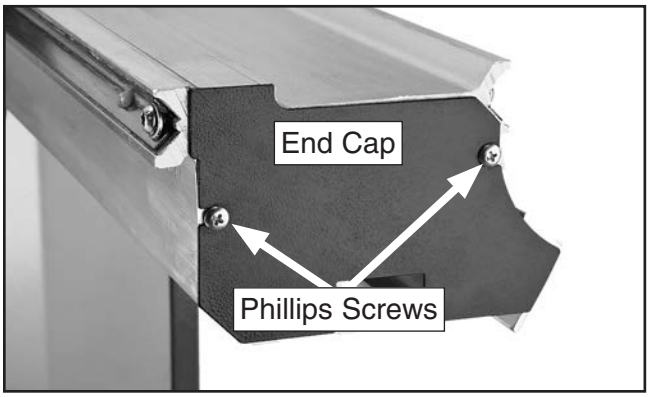

Figure 23. End cap secured on sliding table with Phillips screws.
8. Attach end cap (as shown in **Figure 23**) with Phillips screws already threaded into those same holes on the sliding table.